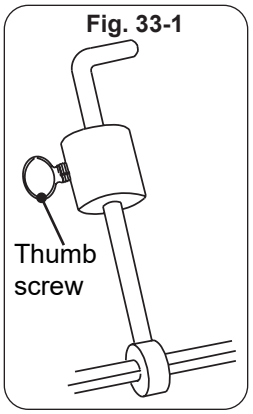

Fig. 33-1
2. Turn the counterbalance on the spit so the counterbalance rod and weight point upward, or opposite from the heavy side of the meat. Tighten the counterbalance rod in the hub against a flat surface of the spit rod to secure (Fig. 33-1).